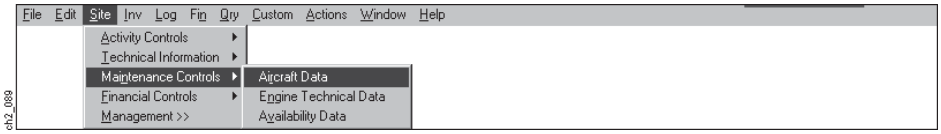

Figure 2-110
(3) **Step 3.** On the Maintenance Controls Submenu above (Figure 2-110), select the Aircraft Data Option.